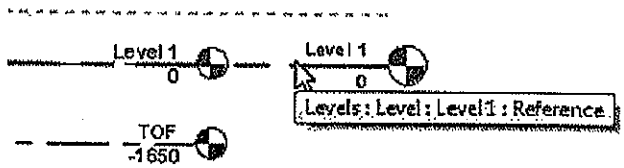

Figure 3–43
4. Roll your cursor over Level 1 and verify that the alignment line for the offset is above the level as shown in Figure 3–43.